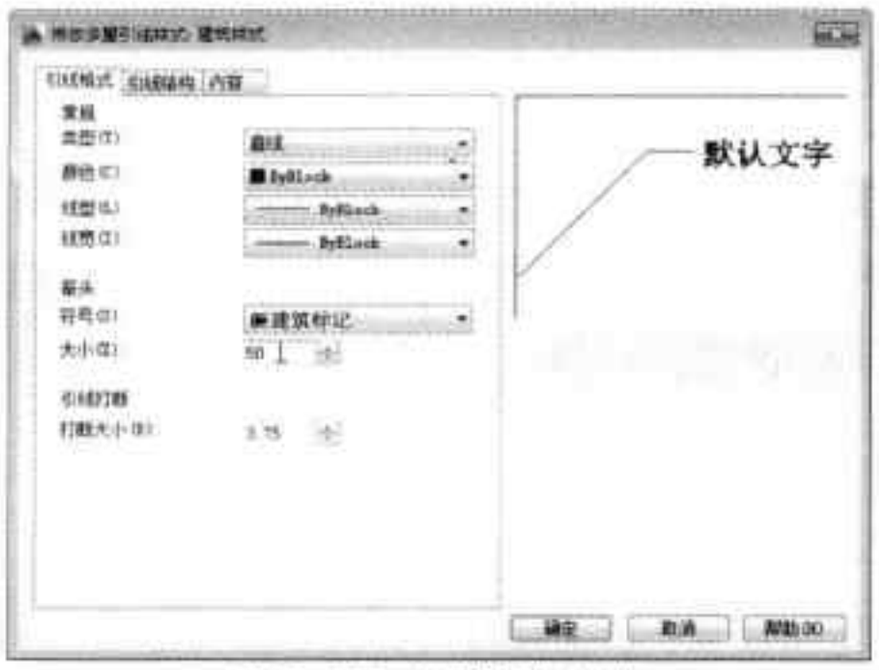

图9-67 设置箭头样式
Step 03 在“修改多重引线样式”对话框的“引线格式”选项卡中，将箭头符号设为“建筑标记”将其“大小”设为“50”，如图 9-67 所示。